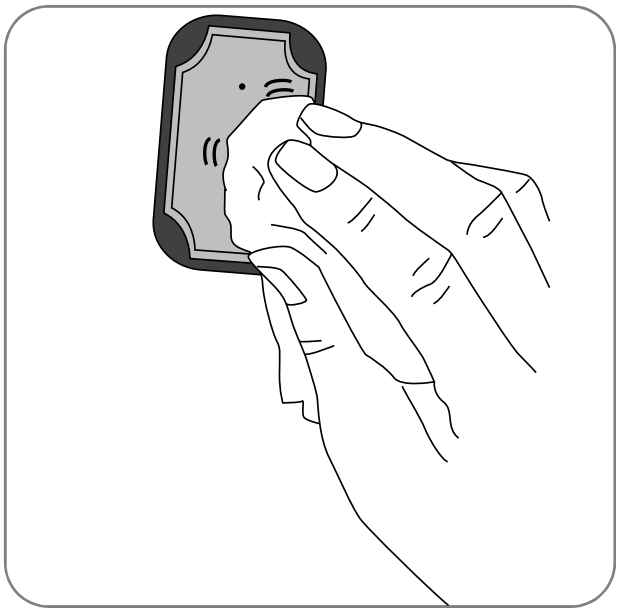

図 8-5：布製電極を拭き取っているところ
4. 布製電極から余分な水分をふき取ってください（図 8-5 を参照）。